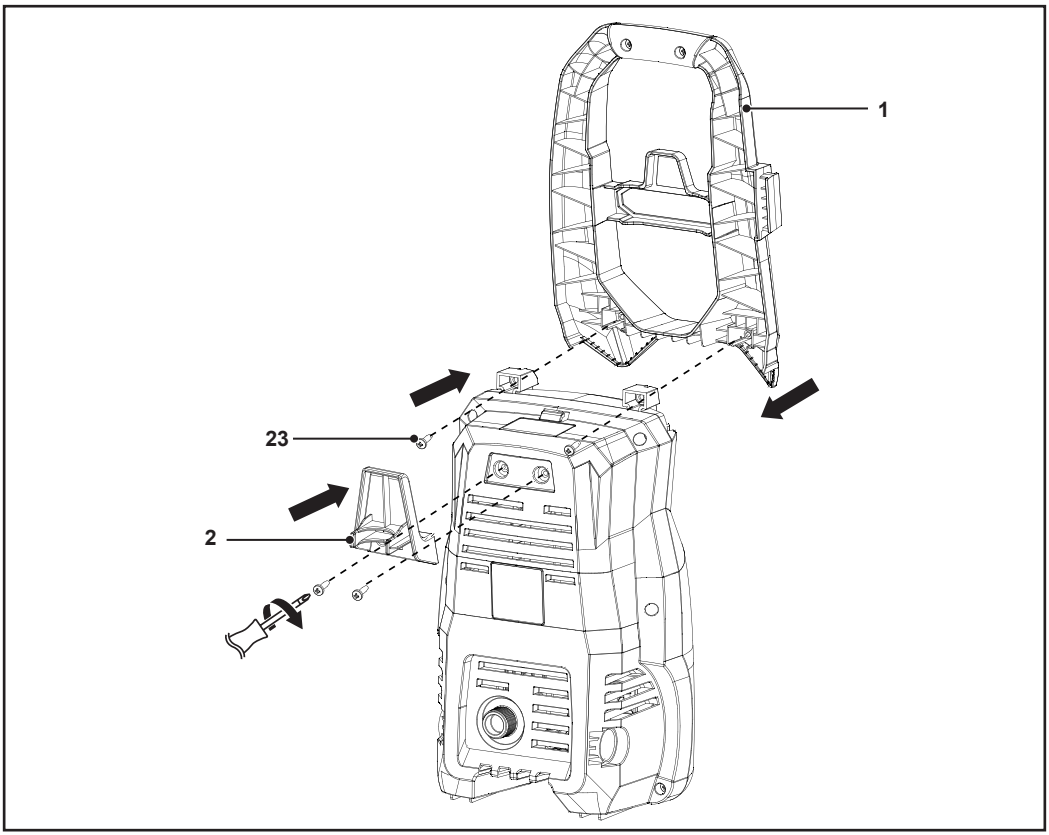

Fig. 1
1. Utiliser 4 vis (23) pour fixer la poignée (1) et le support pour cordon d'alimentation (2) sur l'appareil (Fig. 1).